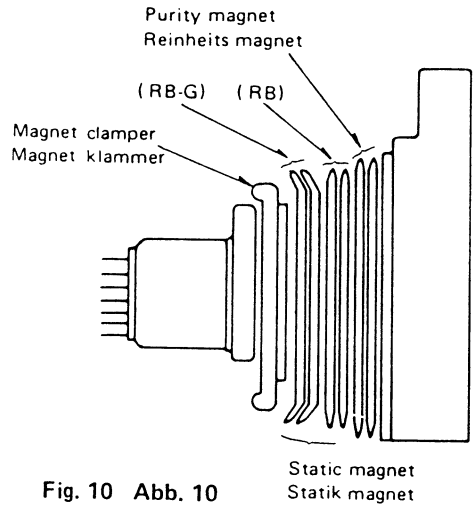
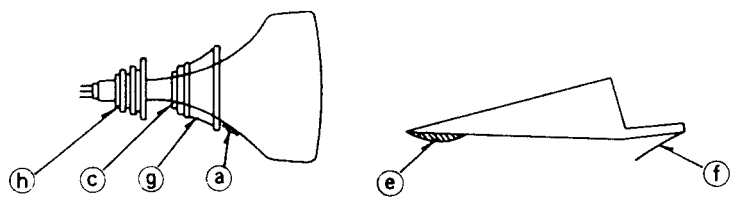

Fig. 10 Abb. 10
Fig. 11 Abb. 11
2. Unfix the convergence magnet clamper as in fig. 10 and align red with blue dots at the centre of the screen by rotating (R, B) static convergence magnets.
3. Align red/blue with green dots at the centre of the screen by rotating (RB)-G static convergence magnet.
5. Remove the DY wedges (See fig. 11) and slightly tilt the deflection yoke horizontally and vertically to obtain the good overall convergence.
3. Die roten/blauen Punkte mit den grünen Punkten im Zentrum des Bildschirms durch Drehen des (RB)-G Konvergenz-Statik-Magneten zur Deckung bringen.
5. Enrfernen der DY Klammern (vergl, Abb. 11) Ablenkeinheit leicht horizontal und vertical kippon, um so eine gute, ganzfächige konvergenz zu erhalten.
5. Apply silicone adhesive to part ⓐ using ⓓ as shown in fig. 11. After removing the separator from part ⓐ, insert part ⓐ between picture tube and deflection yoke, and install the defelction yoke firmly.
5. Behandeln von Teil ⓐ mit dem Silikon-Kleber, wobei ⓓ wie in Abb. 11 benutzt wird. Nach Entfernen des Separators von Teil ⓐ, Einsetzen von Teil ⓐ zwischen Bildröhre und Ablenkeinheit und festes Einsetzen der Ablenkeinheit.